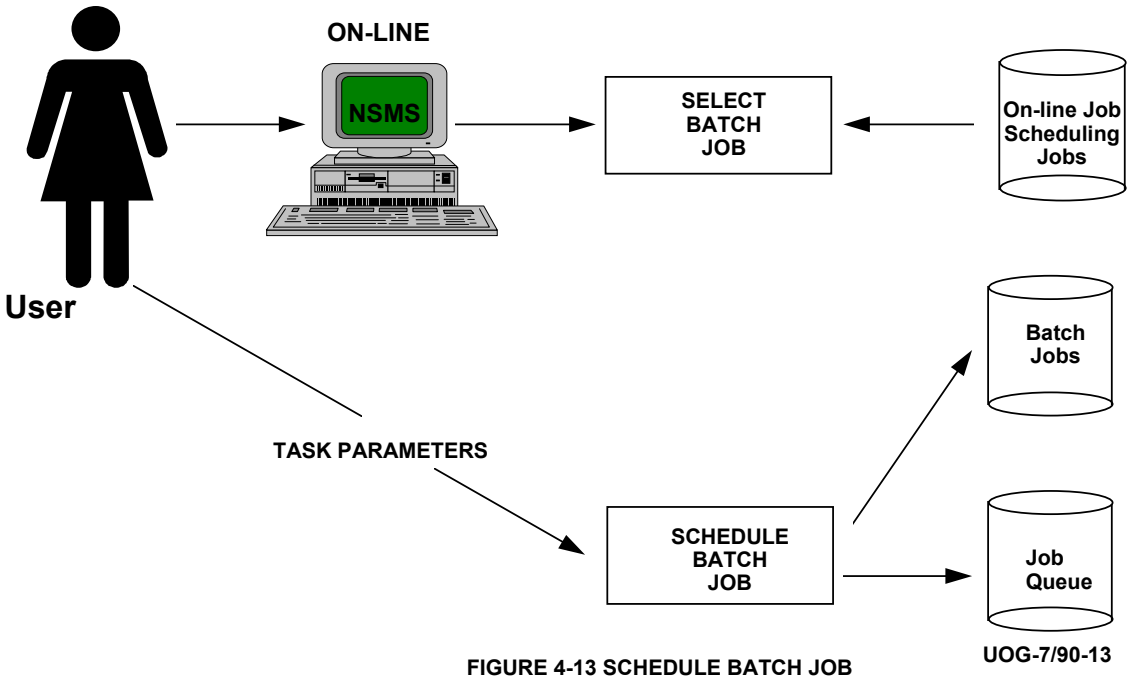

FIGURE 4-13 SCHEDULE BATCH JOB
**General Description** - The Batch Scheduler is a common process that is performed whenever a user selects a batch job to be scheduled (see Figure 4-13). The job may be selected from a menu or the command name for the job may be entered at the command.